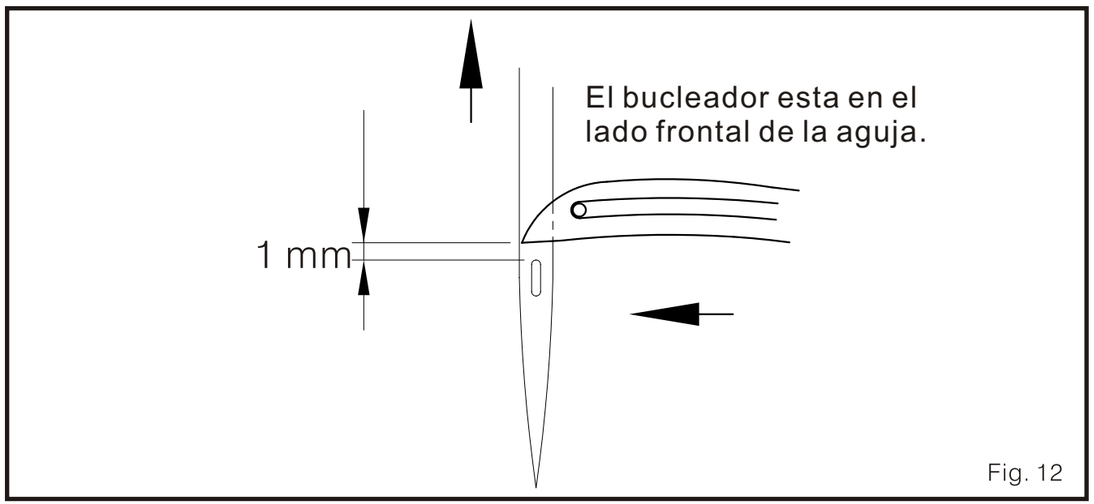

Fig. 12
2. El bucleador regresa, esto significa que la punta del bucleador inferior se mueve directo desde el punto muerto izquierdo. Cuando la mencionada puntapase por delante de la aguja. el bucleador debe estar a 1mm encima del borde superior del ojal de aguja. (Fig. 12)